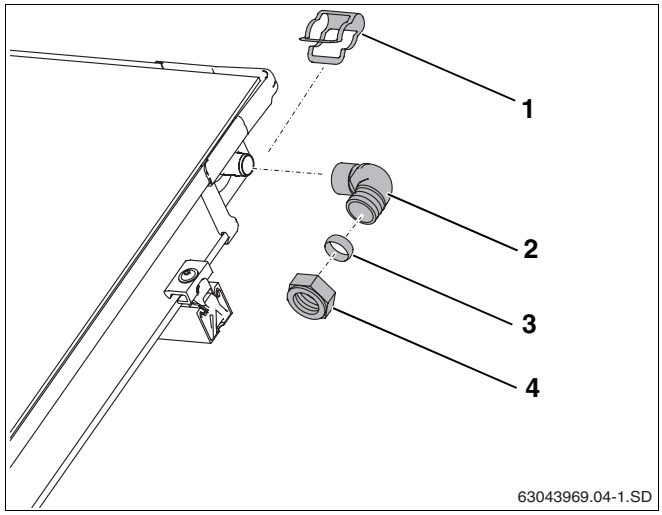

Abb. 57 Vorlaufleitung montieren (ohne Entlüfter am Dach)
- Winkel (Abb. 57, **Pos. 2**) mit Klemmring und Überwurfmutter auf Kollektoranschluss schieben.
- Winkel mit Klammer (Abb. 57, **Pos. 1**) sichern.